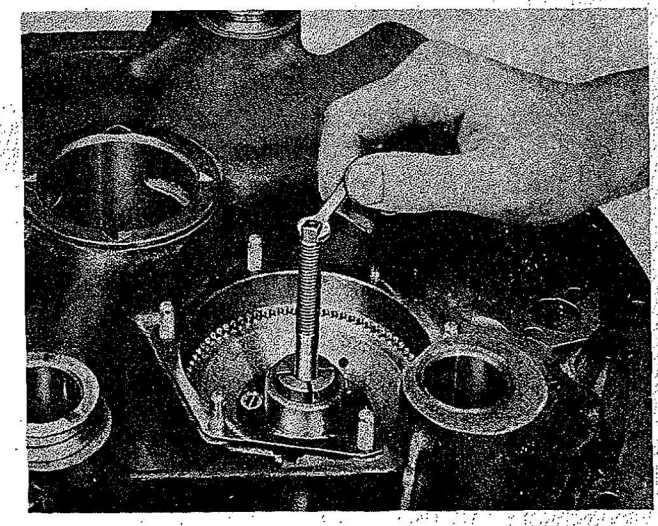

Figure 189—Assembling Low Ratio Clutch (Tool in Position)
c. Installing tool (Tool No. 84692) is used to assist in the assembly of the low-speed clutch release spring. Loosely screw the tapered end of the bolt provided with this tool into the fiber body of the tool. Insert the body of the tool into the bronze intermediate impeller shaft rear bushing in the rear cover. Tighten the bolt in the split fiber body sufficiently to hold the body in the bushing against the pressure of the spring, when installed. Refer to Figure 189.